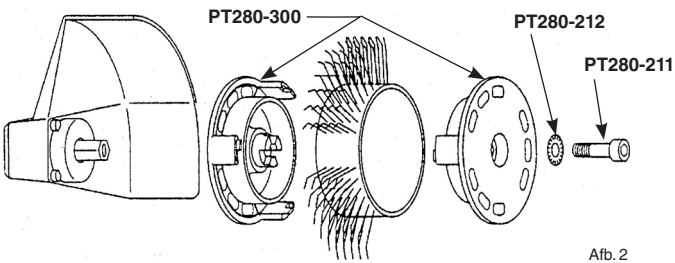

Afb. 2
3. Installeer de schuurband correct op het gereedschap met de adapter en de betreffende schroef, nadat u de luchttoevoer ontkoppeld hebt. Zie afb. 2. Zorg ervoor dat de borstels in de juiste richting ten opzichte van de draairichting van het gereedschap wijzen. Zie pagina 7.